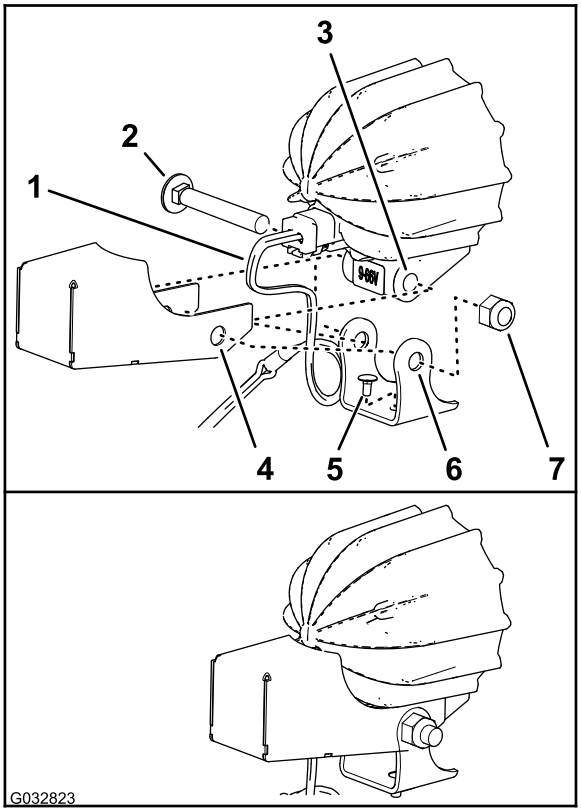

図 11
3. ブラケットをLEDライトのフレームに固定する長いキャリッジボルトが既に組み付けられている場合には一旦外して組み立てを行う図 11。
4. 取り付けブラケットの底部に、短いキャリッジボルトが 図 11のように取り付けられていることを確認する。
5. 図 11に示すように、シールドの穴とブラケットの穴を、LEDライトのフレームの穴に合わせる。
6. シールドとブラケットをLEDライトのフレームに取り付け、キャリッジボルトとナットで固定する図 11。
点火プラグに点火コードを取り付ける図 11 マシンの準備を行う (ページ 2)を参照。